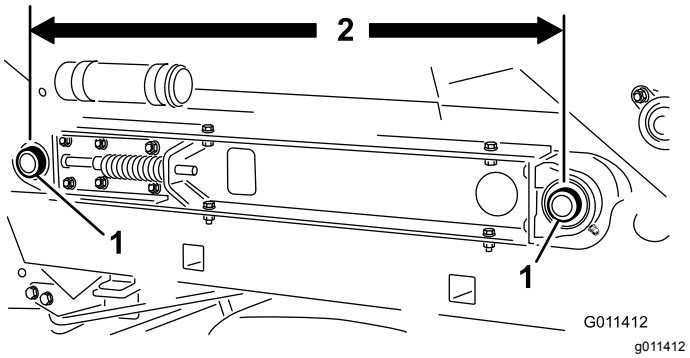

Figur 27
3. Sørg for, at akseafstanden mellem transportbåndets rulleaksler (Figur 27) er den samme – ca. 89,5 cm – på hver side af maskinen.